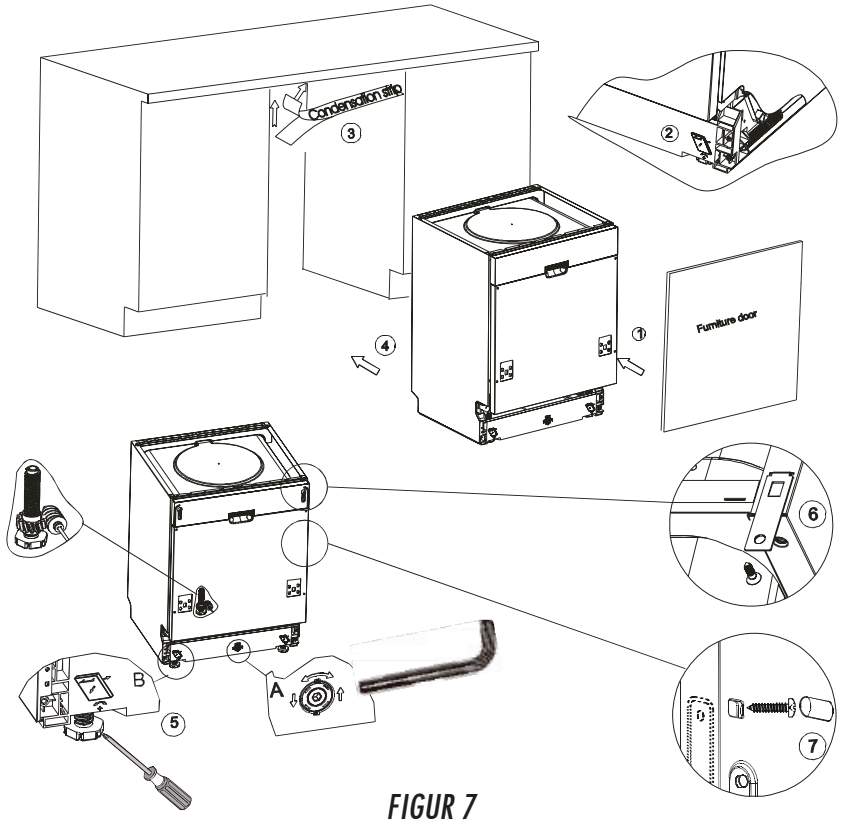

FIGUR 7
B. Marmor eller granitbänkskiva: Fäst sidan med skruv (Figur 7).